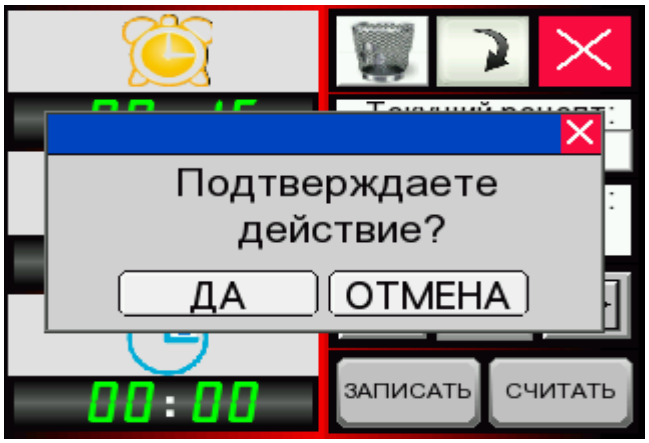

Рисунок 18 – Второй экран «Рецепты». Подтверждение записи рецепта
5.6.12 Для записи параметров выбранного рецепта в память ПЛК для исполнения нажать кнопку 6.1 и подтвердить действие или отменить выбор (Рисунок 18).